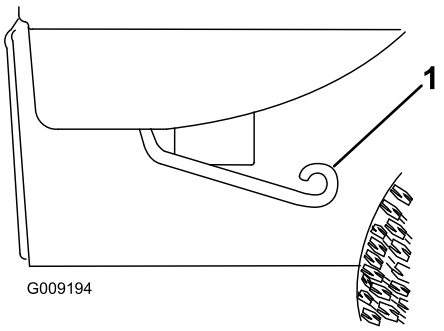

Figuur 14
1. Zet de hendels aan beide zijden van de laadbak omhoog en haal deze op (Figuur 14).